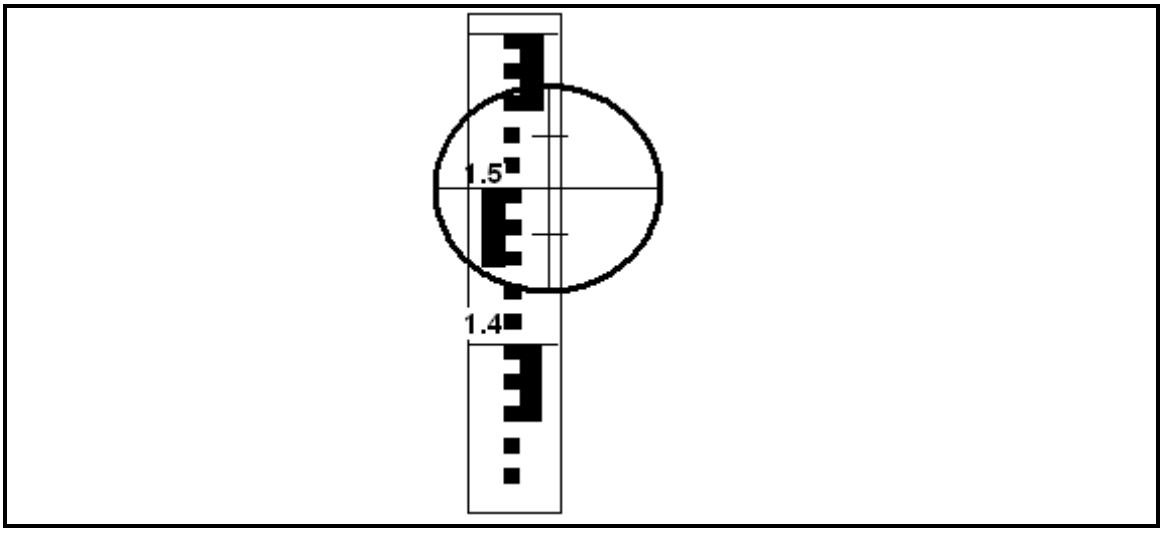

FIGURE 2.3
2.3 FIGURE 2.3 below shows the readings of a dumpy level on a telescopic staff. Answer the following questions with regard to the readings.